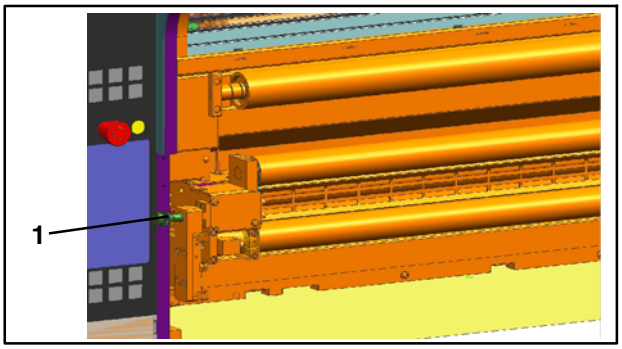
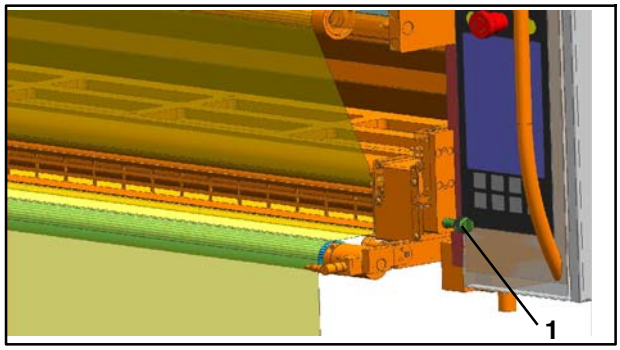
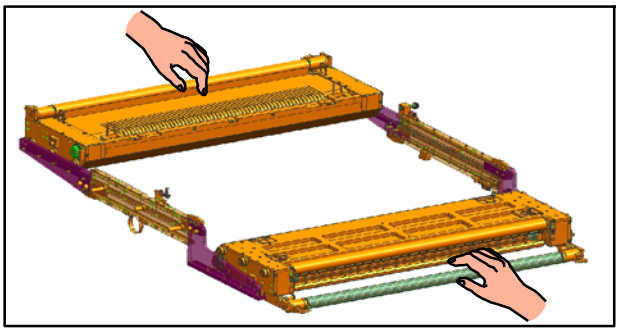

Fig. 66 Goujon d'arrêt côté dérouleur
Fig. 67 Goujon d'arrêt côté enrouleur
Fig. 68 Cassettes en position de dépose, vue du côté enrouleur
15. Côté dérouleur, tirer le goujon d'arrêt mécanique (Fig. 66/1) et tirer la cassette en position de dépose (Fig. 68)
16. Côté enrouleur, tirer le goujon d'arrêt mécanique (Fig. 67/1) et tirer la cassette en position de dépose (Fig. 68)